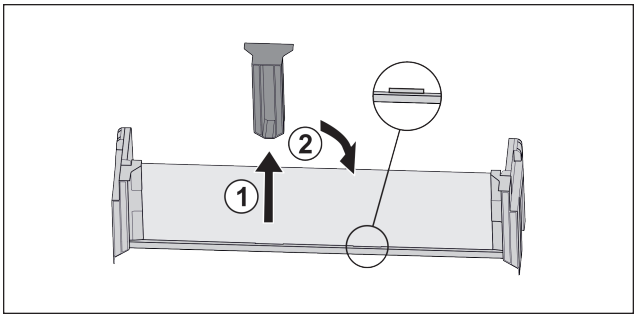

Fig. 19
▶ Mittleres Halteteil abziehen *Fig. 19 (1)*.
▶ Mittleres Halteteil auf zweiter Position einsetzen *Fig. 19 (2)*.